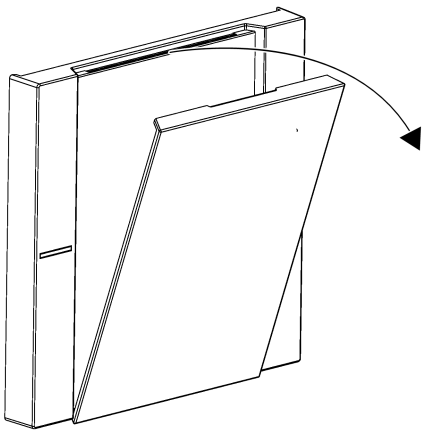

Bild 11: Beschriftungsfeldabdeckung abziehen
- Beschriftungsfeldabdeckung durch einseitiges Ziehen an der Kerbe von der Wippe abziehen (siehe Bild 11).